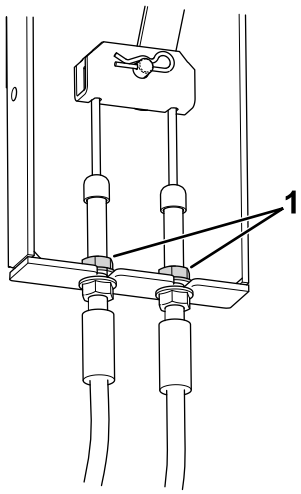

Figura 72
3. Localice el soporte del cable de freno (Figura 72), debajo del lado izquierdo de la máquina, cerca de la rueda izquierda.